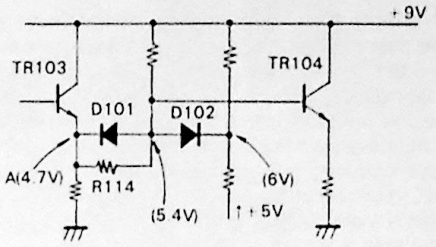

Figure 16
13. White Clipper Circuit (Figure 16,17)
The white clipper circuit is supplied with video from the emitter of transistor TR 103 (Figure 16). Whenever the video signal is below the clipping level, diode D101 is conducting and diode D102 is cutoff. In the event of a high level (bright) video signal, the signal voltage at point "A" becomes high enough to reverse bias diode D101. Under these conditions, forward bias is applied to diode D102 and the signal voltage appearing at the anode of diode D102 is essentially clamped to the 6-volt point where the cathode of this device is returned. The circuit configuration is such that the video white level is clipped at 1 volt.